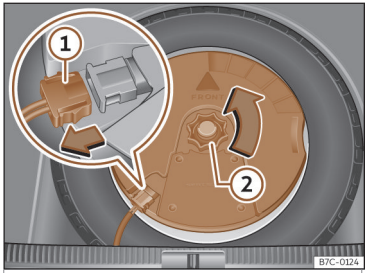

Abb. 224 Im Gepäckraum: Subwoofer ausbauen.
- Klemmen Sie das *Subwoofer*-Lautsprecher-Kabel ab››› Abb. 224 ①.
- Drehen Sie das Befestigungshandrad entgegen dem Uhrzeigersinn heraus ››› Abb. 224 ②.